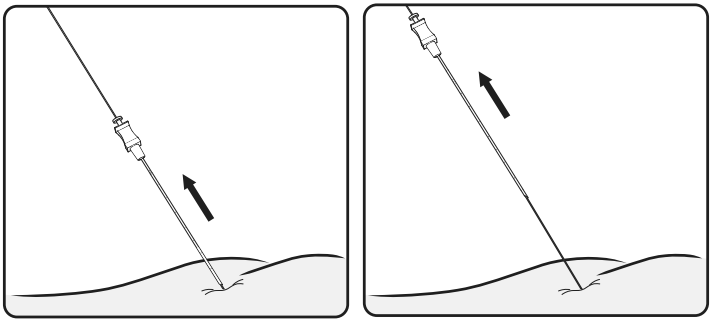

Figura 9. Rimozione dell'ago foraminale
4. Mantenendo in posizione la guida direzionale, estrarre delicatamente dal forame l'ago foraminale facendolo scorrere sopra la guida direzionale e lasciando quest'ultima al suo posto (**Figura 9**).